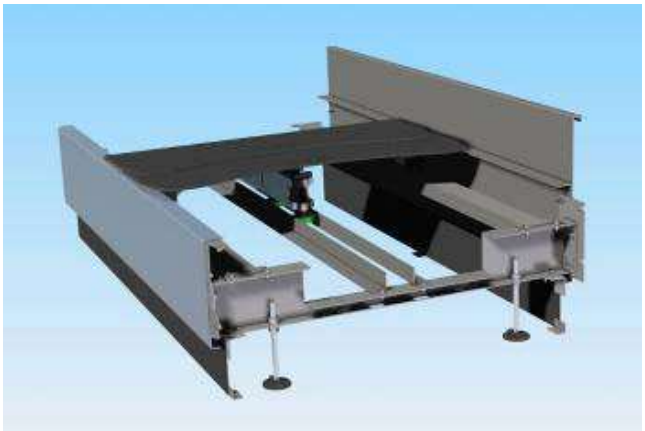

Figura 22– Modulo rettilineo di lunghezza 1800 mm, sul quale è visibile una maglia della catena porta piastre con una piastra montata.
- modulo rettilineo da L = 1800 mm (v.Figura 22);